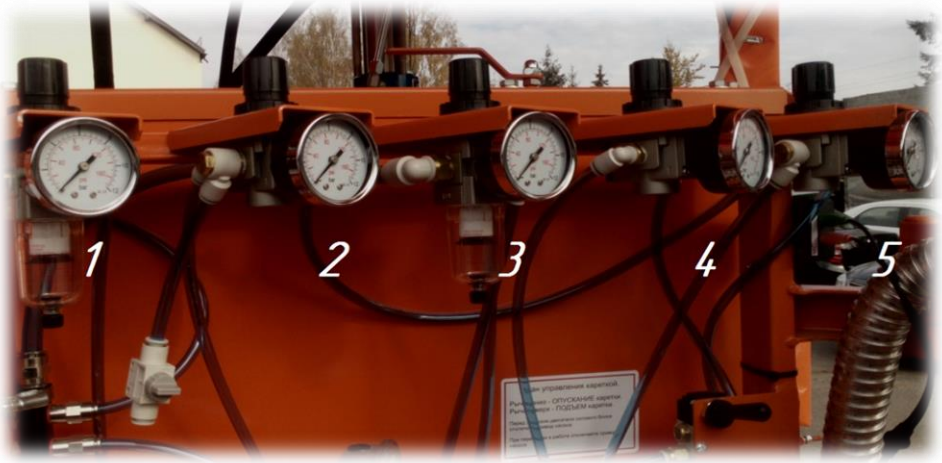

Рис. 64
- С помощью регуляторов давления №4 и №5 (см. рис.64).